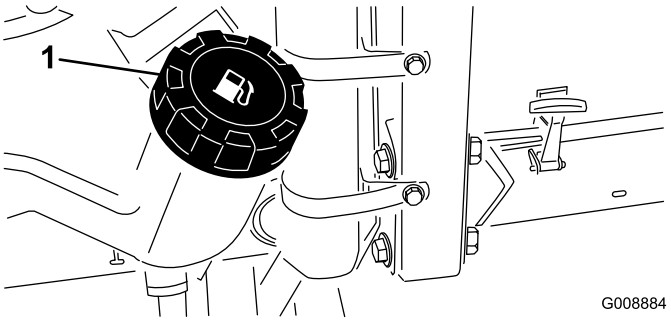

Rysunek 39
1. Oczyść obszar wokół korka zbiornika paliwa (Rysunek 39).